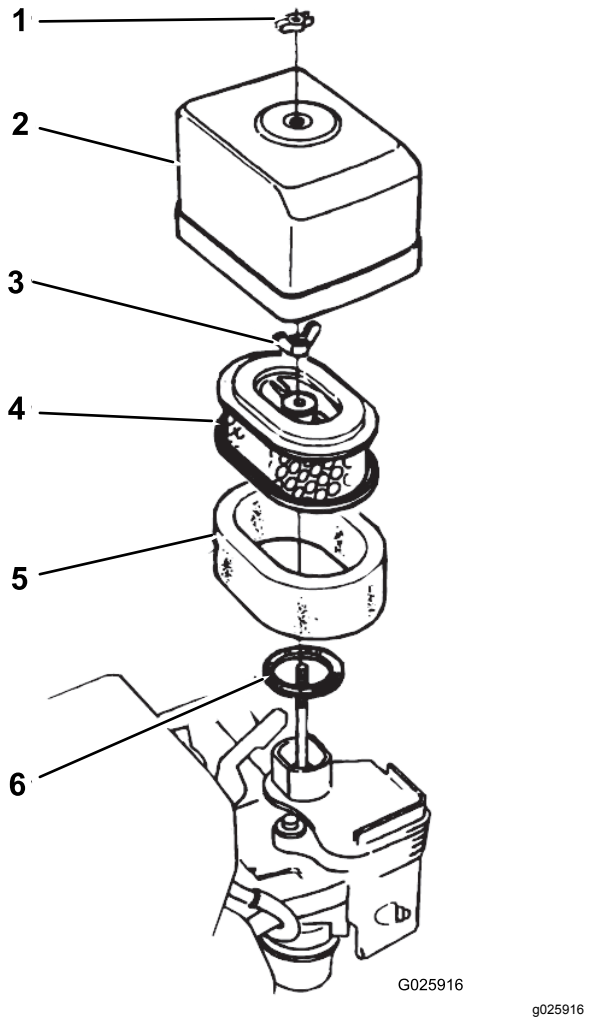

Figur 32
2. Afmonter vingemøtrikken, som fastgør luftfilterdækslet på luftfilteret, og afmonter dækslet (Figur 32).
4. Fjern vingemøtrikken fra luftfiltret, og fjern filteret (Figur 32).
5. Fjern skumfilteret fra papirfilteret (Figur 32).